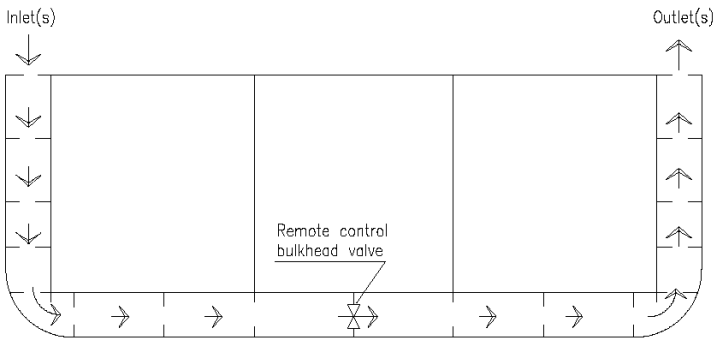

Figure 4 Cross-over ventilation through remote operated bulkhead valve(s)
5. Crossover ventilation (see Fig. 4);